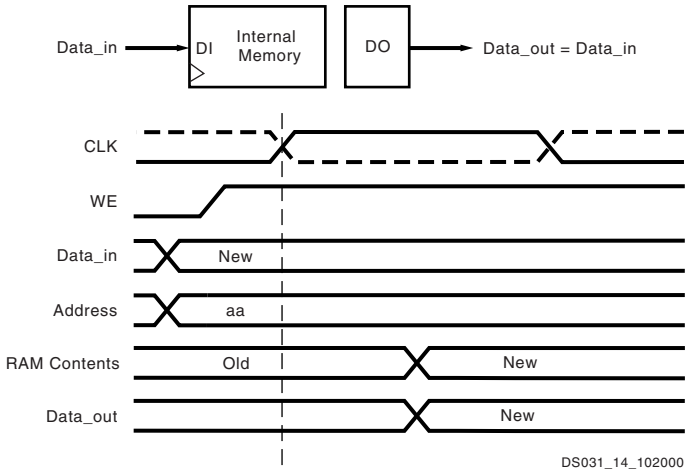

Figure 31: **WRITE_FIRST Mode**
The "WRITE_FIRST" option is a transparent mode. The same clock edge that writes the data input (DI) into the memory also transfers DI into the output registers DO as shown in Figure 31.